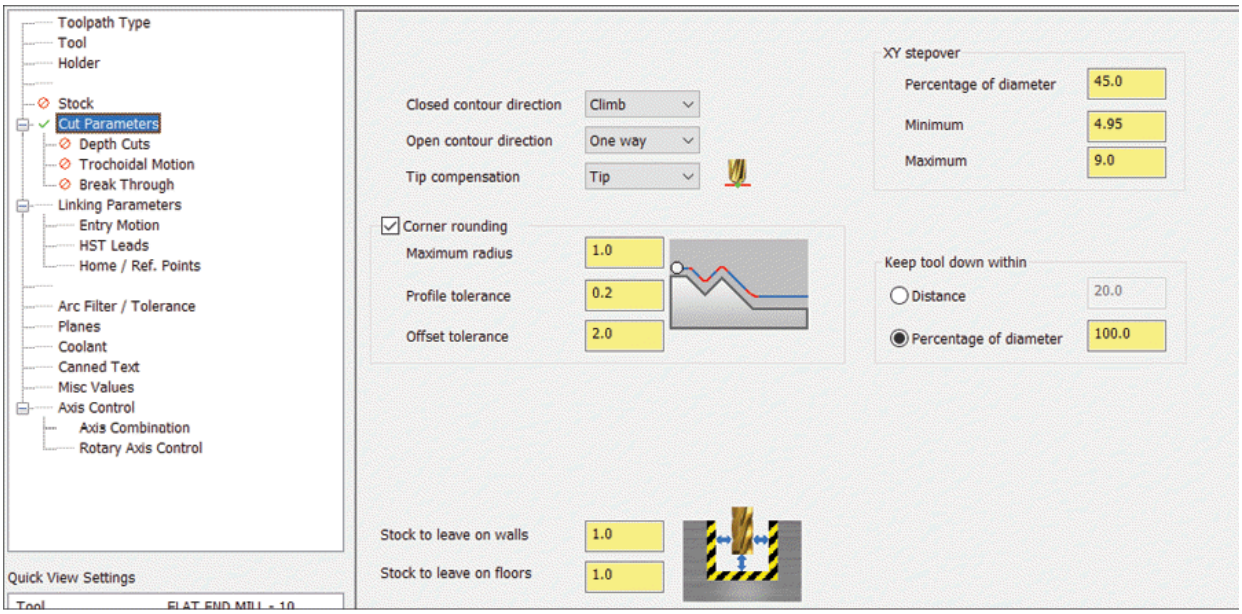

Figure-48. Cut Parameters for Area Mill
- Select the **Corner rounding** check box from the **Cut Parameters** page to apply rounds of specified parameters at corners in the model; refer to Figure-48. Specify desired radius value in the **Maximum radius** edit box to define maximum radius of arc by which sharp corners will be replaced in the toolpath. Specify maximum deviation from toolpath allowed in **Profile tolerance** and **Offset tolerance** edit boxes.